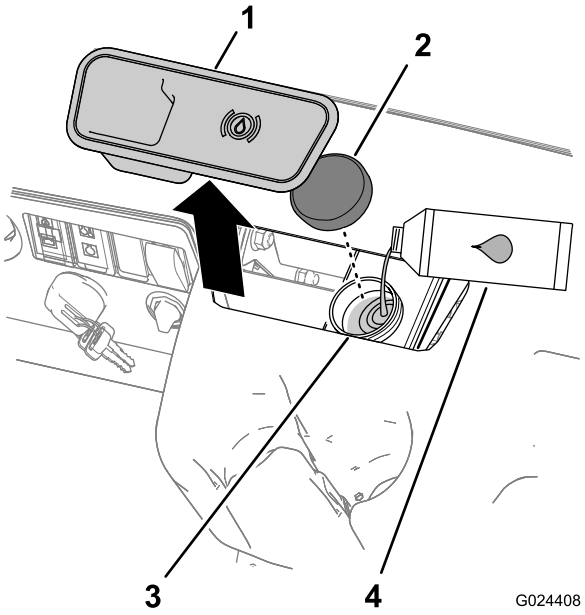

Figur 15
2. Fjern gummiproppen midt på og øverst på instrumentbrættet for at få adgang til hovedbremsecylinderen og beholderen (Figur 15).
A. Rengør området omkring beholderdækslet, og tag dækslet af (Figur 15).
C. Sæt beholderens dæksel på (Figur 15).